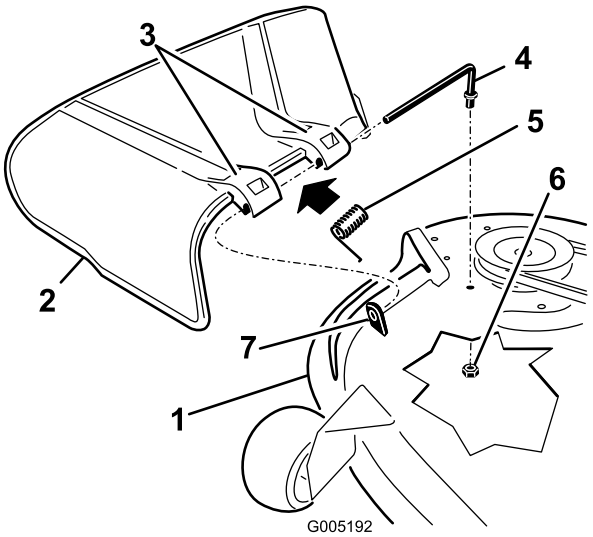

Figur 69
1. Find de på Figur 69 viste dele.
2. Fjern møtrikken (3/8 tomme) fra stangen under plæneklipperen (Figur 69).
3. Skub stangen ud af det korte afstandsstykke, fjederen og græsdeflektoren (Figur 69). Fjern den beskadigede eller slidte græsdeflektor.
4. Udskift græsdeflektoren (Figur 69).
6. Anbring fjederen på stangen, med endekabler nedad, og mellem græsdeflektorbeslagene. Skub stangen gennem det andet græsdeflektorbeslag (Figur 69).
7. Sæt stangen ved forenden af græsdeflektoren ind i det korte afstandsstykke på skjoldet. Fastgør stangens bageste ende i plæneklipperen med en møtrik (3/8 tomme) (Figur 69).